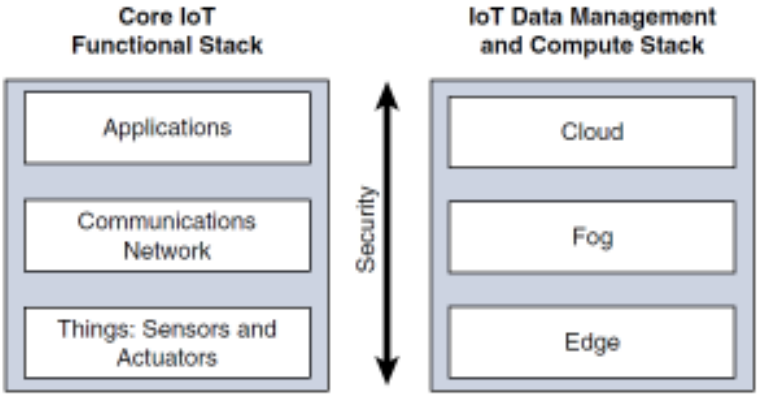

Figure 1.17. *Simplified IoT Architecture*
- The IoT model includes core layers Figure 1.17, including ***"things," a communications network,*** and ***applications***.